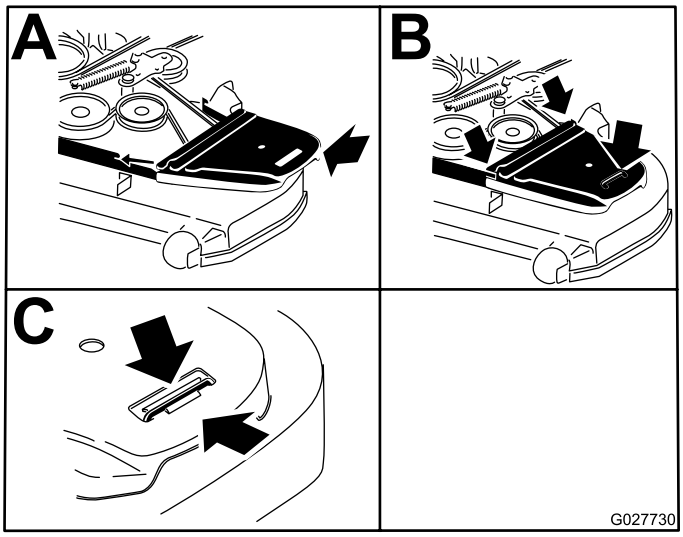

Figure 77
12. Posez les couvercles de courroie (Figure 77).